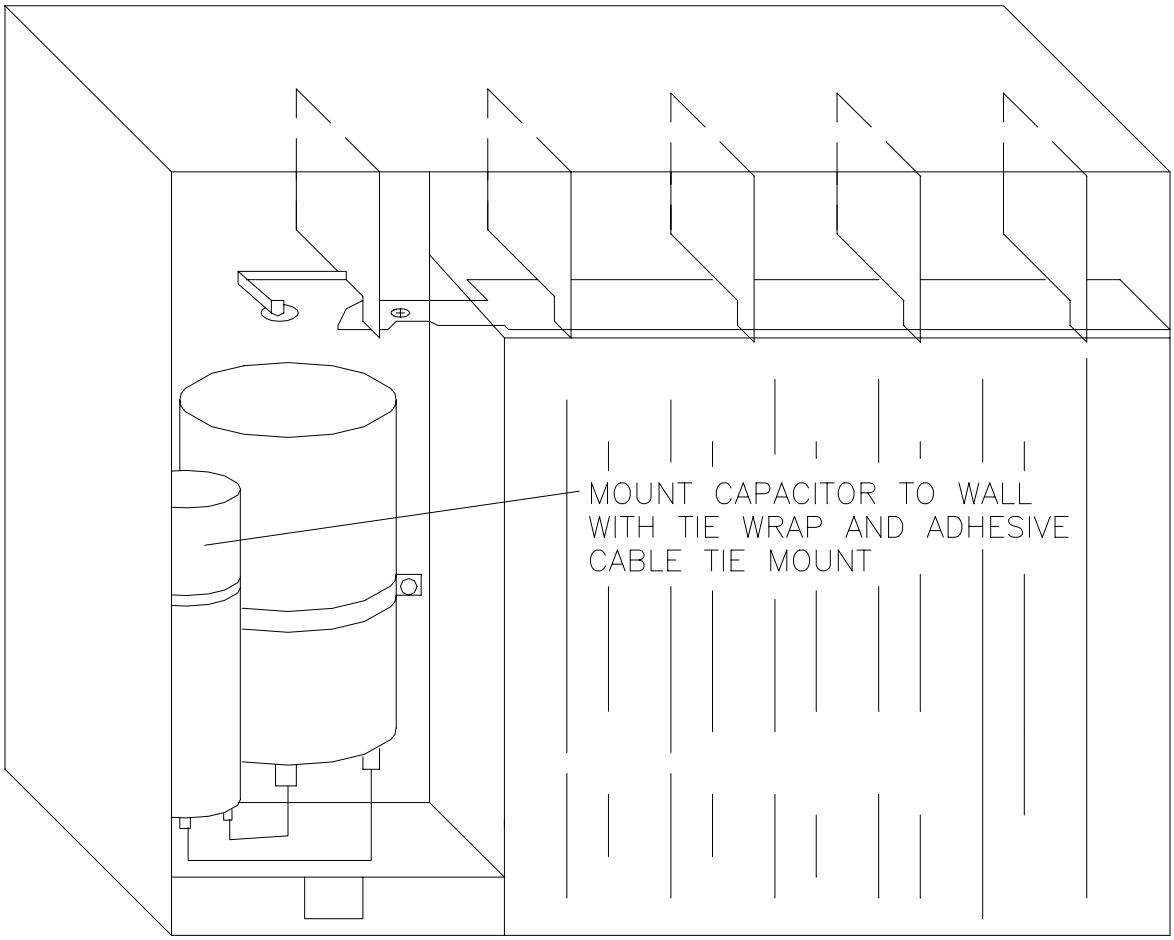

Figure 3-23 Mounting the Hard-Start Kit Inside the ECU
12. Attach an adhesive cable tie mount to the inside of ECU chassis and mount the hard start kit with a nylon cable tie as shown in Figure 3-23.